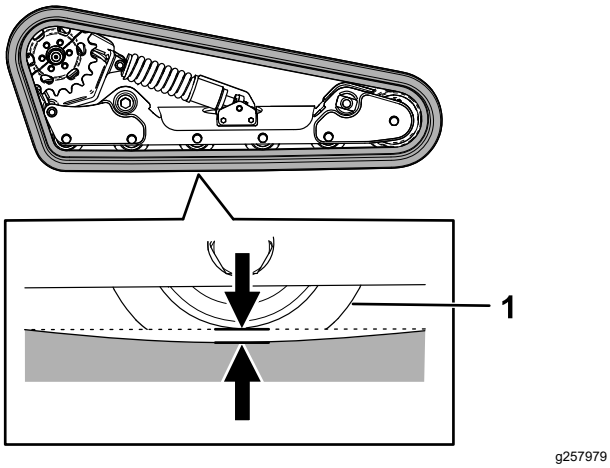

Figuur 56
Hef/ondersteun 1 zijde van de machine en gebruik het gewicht van de rupsband om na te gaan of de ruimte tussen de onderkant van de lip van het wegwiel en de rupsband 13 mm bedraagt zoals getoond in Figuur 56. Als dit niet het geval is, stel dan de spanning van de rupsbanden af met behulp van de volgende procedure.
5. Gebruik een dopsleutel van ½" en draai de spanschroef tot de rupsband 13 mm doorbuigt zoals getoond in Figuur 56.
9. Controleer of de rupsband 13 mm doorbuigt zoals getoond in Figuur 56. Indien nodig instellen.
20. Gebruik een dopsleutel van ½" en draai de spanschroef linksom tot de rupsband 12,7 mm doorbuigt zoals getoond in Figuur 56.
25. Controleer of de rupsband 12,7 mm doorbuigt zoals getoond in Figuur 56.